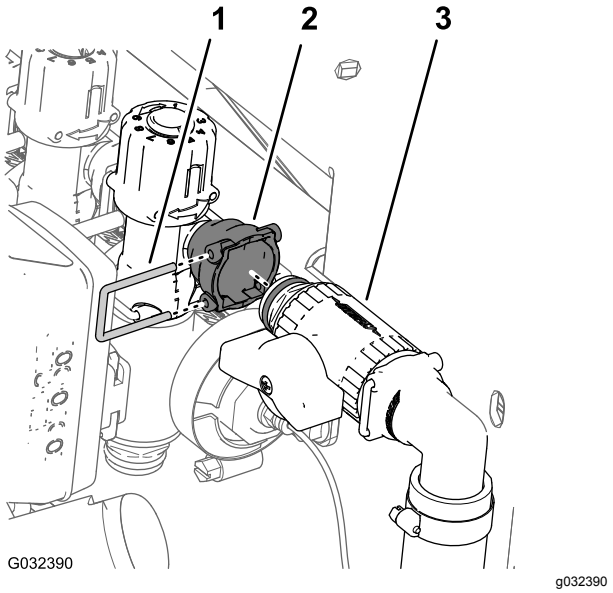

**Figur 53**
6. Fjern holderen, der fastgør afbryderventilen til koblings-fittingen ved yderste side af omløbsventilen til den højre bomsektionsventil, og adskil ventilerne (Figur 53).